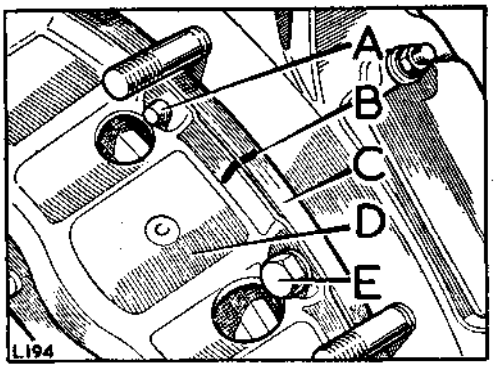

**Fig. A1-114. Clutch assembly fixings**
7. Offer up the clutch assembly to the flywheel, aligning the previously made relationship markings. Fig. A1-114 refers.